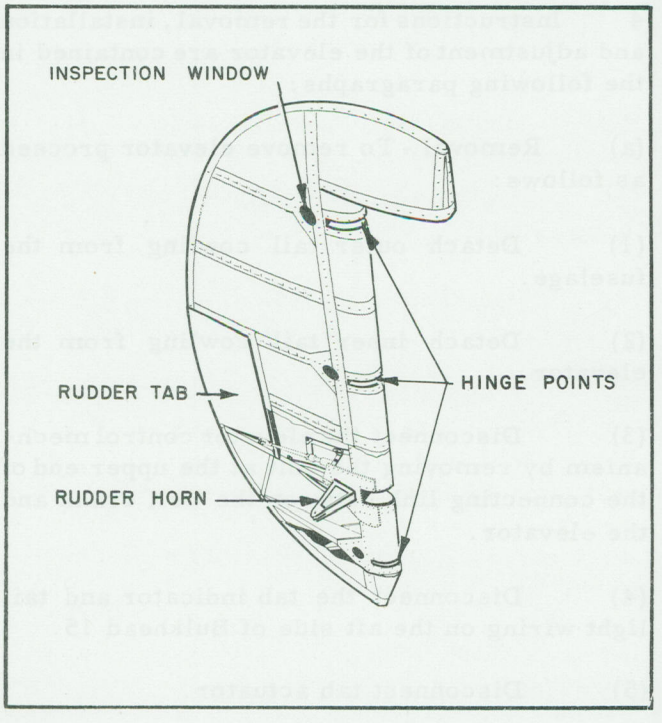

Figure 2-30 Rudder
6 Instructions for the removal, installation and adjustment of the rudder (Figure 2-30) are contained in the following paragraphs:
(5) Remove the rudder hinge bolts. The bolts are accessible by removing the inspection window patches on the rudder (Figure 2-30).